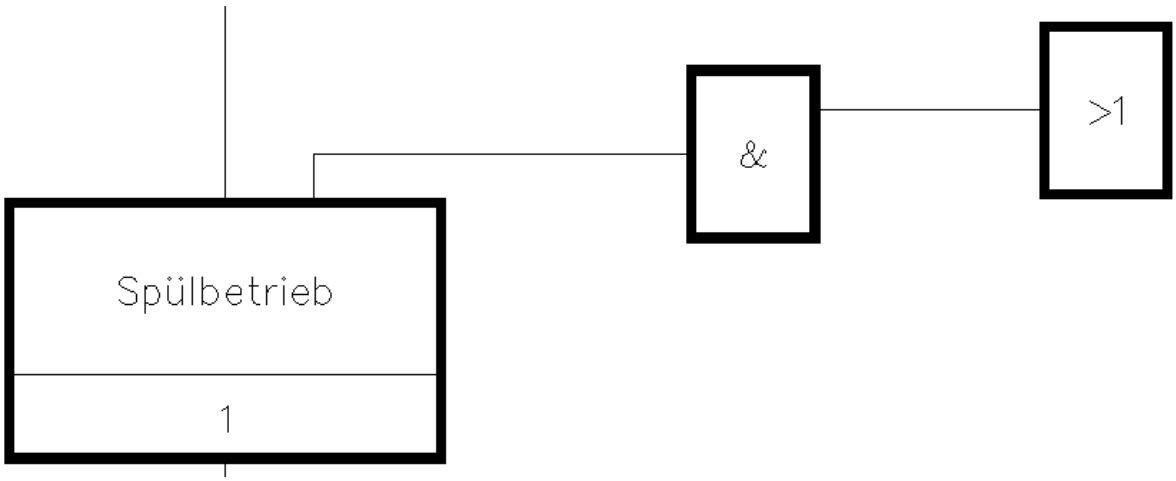

Bild 25.14 – Einfügen eines ODER-Gatters
- Fügen Sie dann, wiederum rechts und etwas oberhalb des UND-Gatters, mit Hilfe der Funktion *Zustandsgraph ODER* ein ODER-Gatter ein, das Sie auf gleiche Art wie vorhin mit dem UND-Gatter verknüpfen (Abb. 25.14).